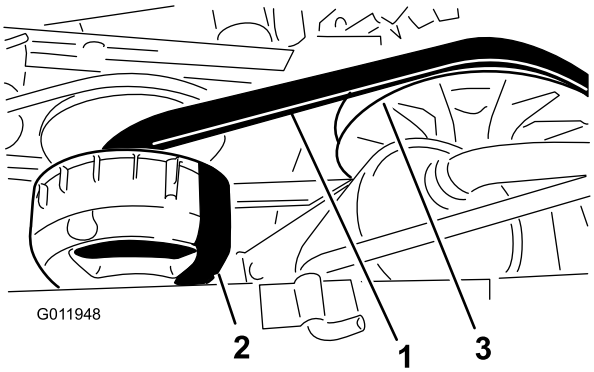

Figur 72
4. Drej og efterse remmen (Figur 72) for tegn på overdrevent slid eller skader.
3. Drej remmen, og før den over den sekundære kobling (Figur 72).
4. Fjern remmen fra den primære kobling (Figur 72).
5. Placer den nye rem over den primære kobling (Figur 72).
6. Drej remmen, og før den over den sekundære kobling (Figur 72).